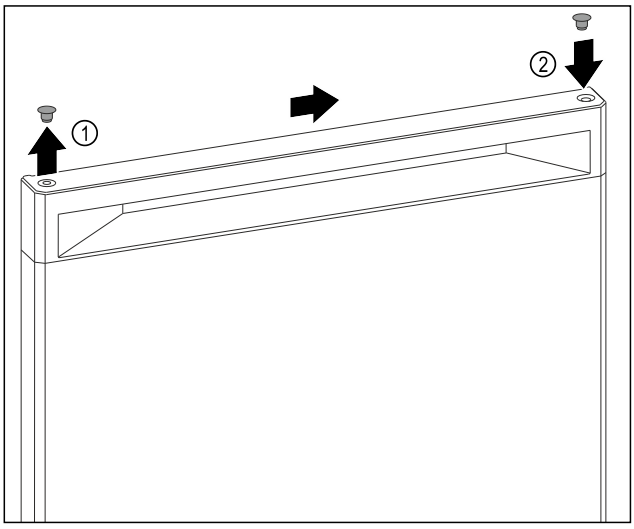

Fig. 9
▶ Осторожно поднимите заглушку в верхней части двери *Fig. 9 (1)* при помощи шлицевой отвертки.
▶ Установите заглушку на противоположной стороне. *Fig. 9 (2)*